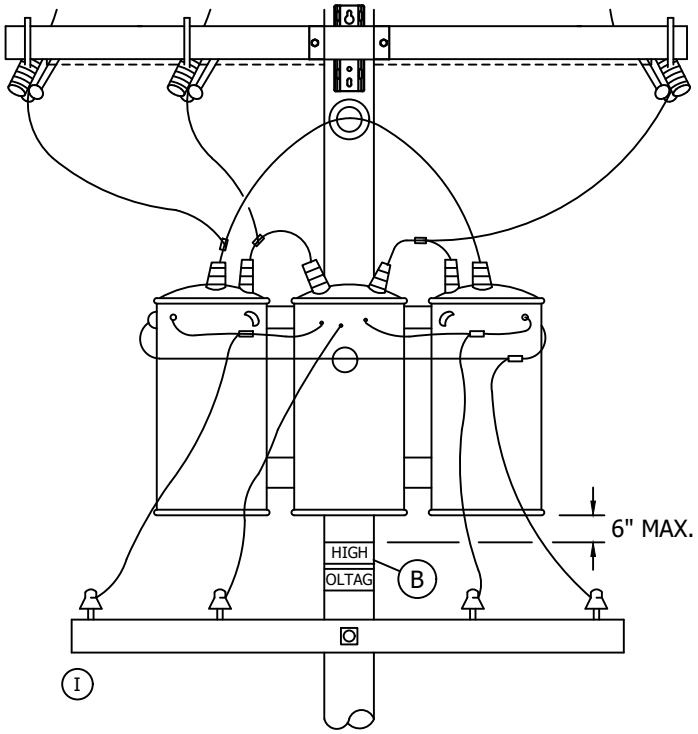

FIGURE 2
(B) ON POLES SUPPORTING HIGH VOLTAGE EQUIPMENT (I.E. TRANSFORMER, CAPACITOR, ETC.), A "HIGH VOLTAGE" SIGN MUST BE ATTACHED SO THAT IT APPROXIMATELY ENCIRCLES THE POLE, IS ABOVE ALL COMMUNICATION AND SUPPLY LINE CONDUCTORS ENERGIZED AT 0-750 VOLTS, AND IS LOCATED NO MORE THAN SIX-INCHES BELOW THE EQUIPMENT (SEE FIGURE 2).